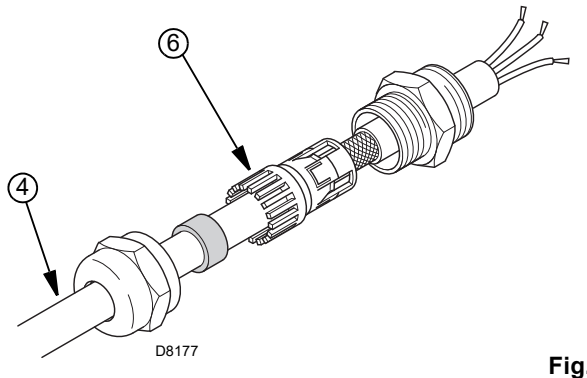

Fig. 25
- ➤ Effectuer le blindage du câble 4) provenant du VSD (Inverter) comme illustré sur la Fig. 25, en utilisant le raccord 6) ;